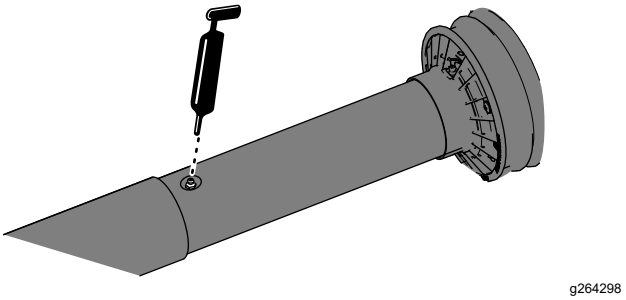

Figur 10
3. Förläng kraftuttagsaxeln delvis för att komma åt smörjnippeln nära det inre drivaxelskyddets mitt (Figur 10).
4. Applicera fett på smörjnipplarna till den utdragbara drivaxelledningen enligt Figur 10.